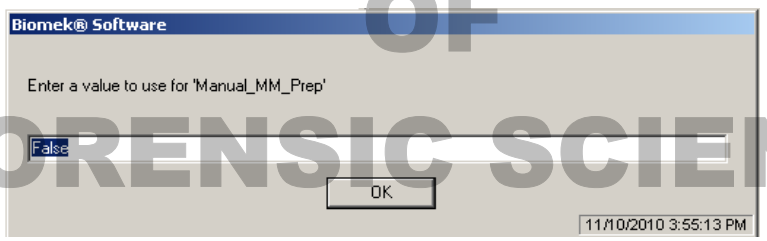

Figure 2. Prompt for manual versus robotic mastermix preparation.
5.4.3 A new prompt will pop up asking the user to enter a value for manual master mix preparation. The default is False, as shown in Figure 2. The "False" value means that the method will create the STR mastermix on the deck using tubes of Taq polymerase, buffer and primer. If a True value is entered, this indicates to the method that the STR mastermix will be created off-deck and a single tube placed into the rack for dispensing into the amplification tubes.